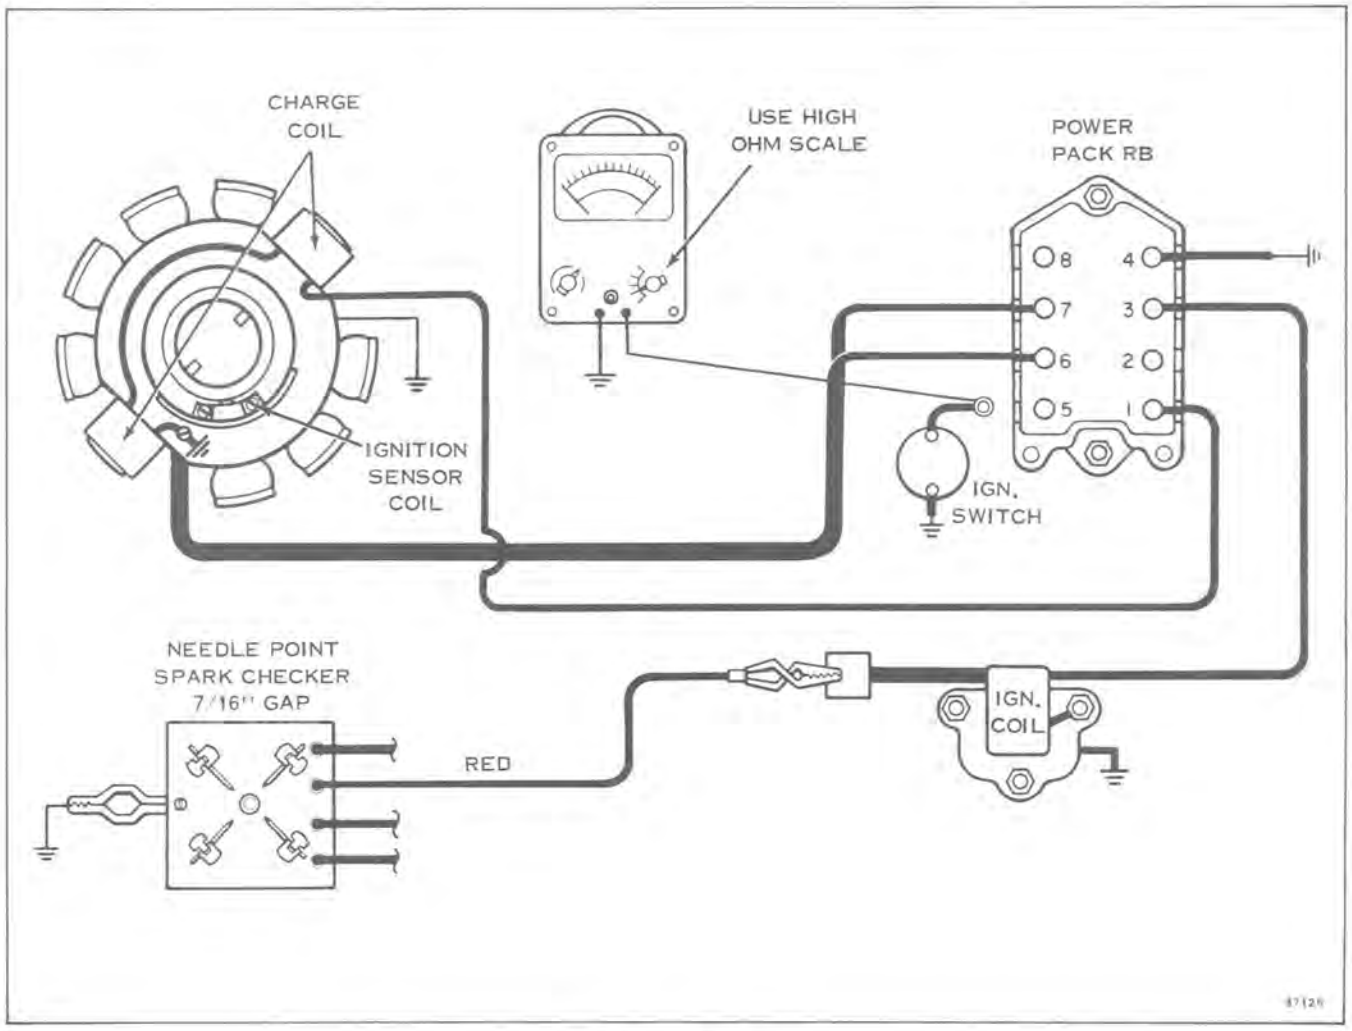

Figure 7-13
A. Disconnect orange/black lead from Power Pack terminal #5. See Figure 7-13.